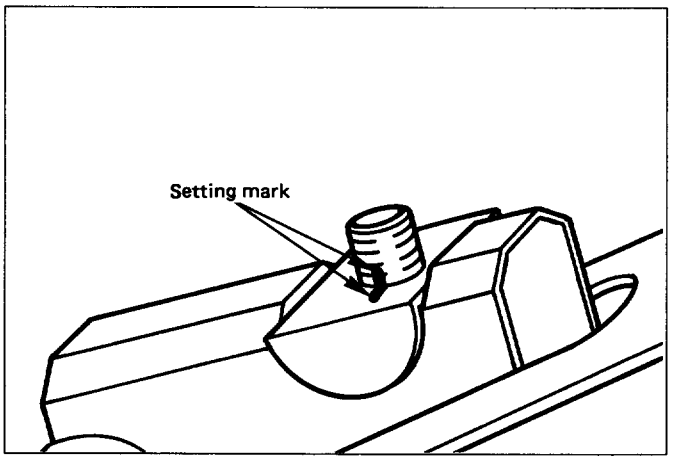

Fig. 3C-5
2. **Height control arm (Fig. 3C-6)**